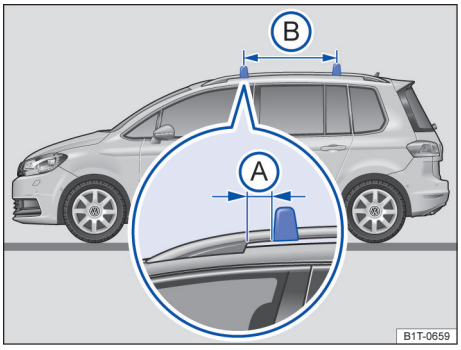

图 211 配备车顶行李架基架的汽车：行李架杆的固定点
行李架杆安装在车顶行李架基架上。同时前行李架杆与前车顶行李架脚→ 图 211Ⓐ之间的距离为3～6 cm。行李架杆的相互距离Ⓑ应大约为 75 cm。
- 行李架杆只能安装在平行箭头→ 图 211Ⓑ之间。